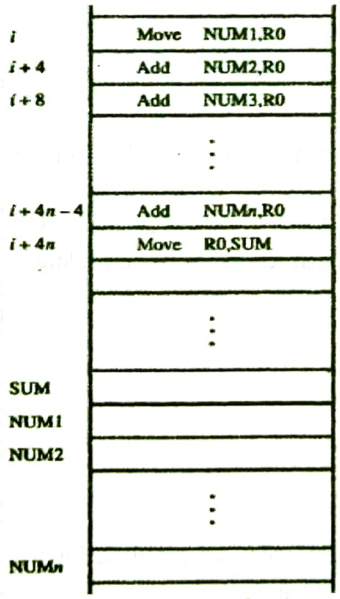

Figure 2.9 A straight-line program for adding *n* numbers.
• Consider the program for adding a list of n numbers (Figure2.9). • The Address of the memory-locations containing the n numbers are symbolically given as NUM1, NUM2…..NUMn. • Separate Add instruction is used to add each number to the contents of registerR0. After all the numbers have been added, the result is placed in memory-location SUM. **Branching** • Consider the task of adding a list of 'n' numbers (Figure2.10). • Number of entries in the list 'n' is stored in memory-location **N**. • Register **R1** is used as a counter to determine the number of times the loop is executed. • Content-location N is loaded into register R1 at the beginning of the program. • The Loop is a straight line sequence of instructions executed as many times as needed. The loop starts at location LOOP and ends at the instruction Branch>0. • During each pass, → address of the next list entry is determined and → that entry is fetched and added to R0. • The instruction Decrement R1 reduces the contents of R1 by 1 each time through the loop. Then Branch Instruction loads a new value into the program counter. As a result, the processor fetches and executes the instruction at this new address called the Branch Target.